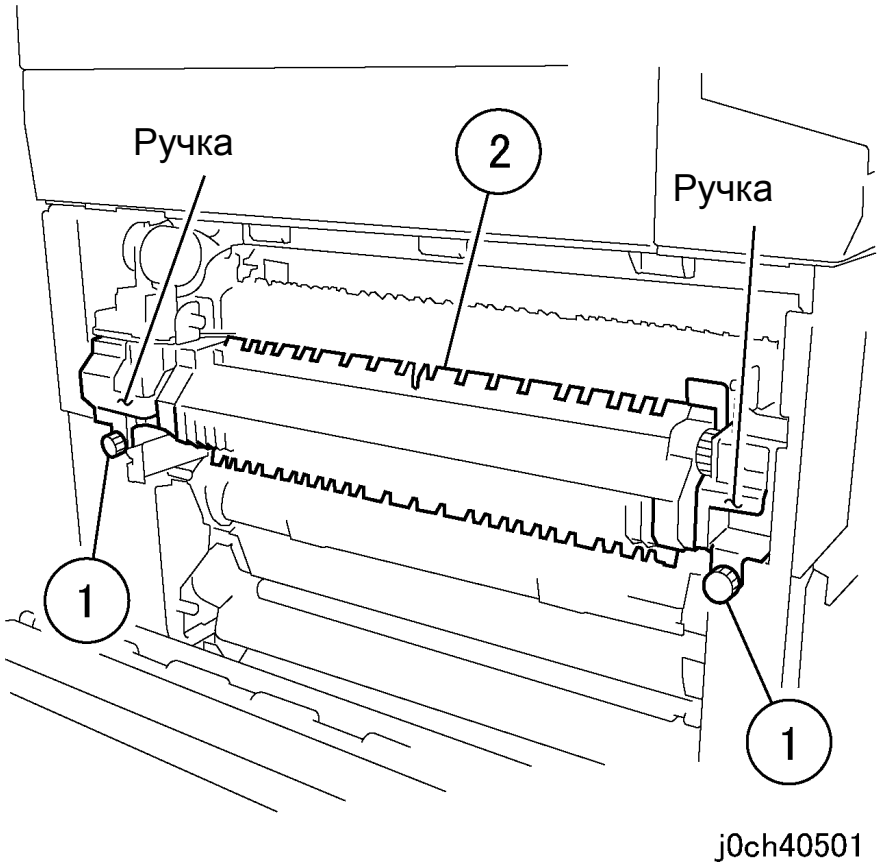

Рисунок 1 Снятие узла фьюзера (j0ch40501)
2. Снимите узел фьюзера (рисунок 1).